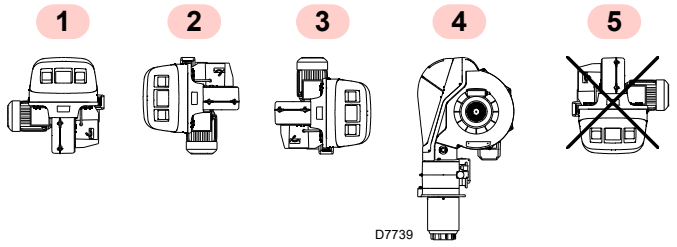

Fig. 9
- Le brûleur est exclusivement prévu pour fonctionner dans les positions **1**, **2**, **3** et **4** (Fig. 9).